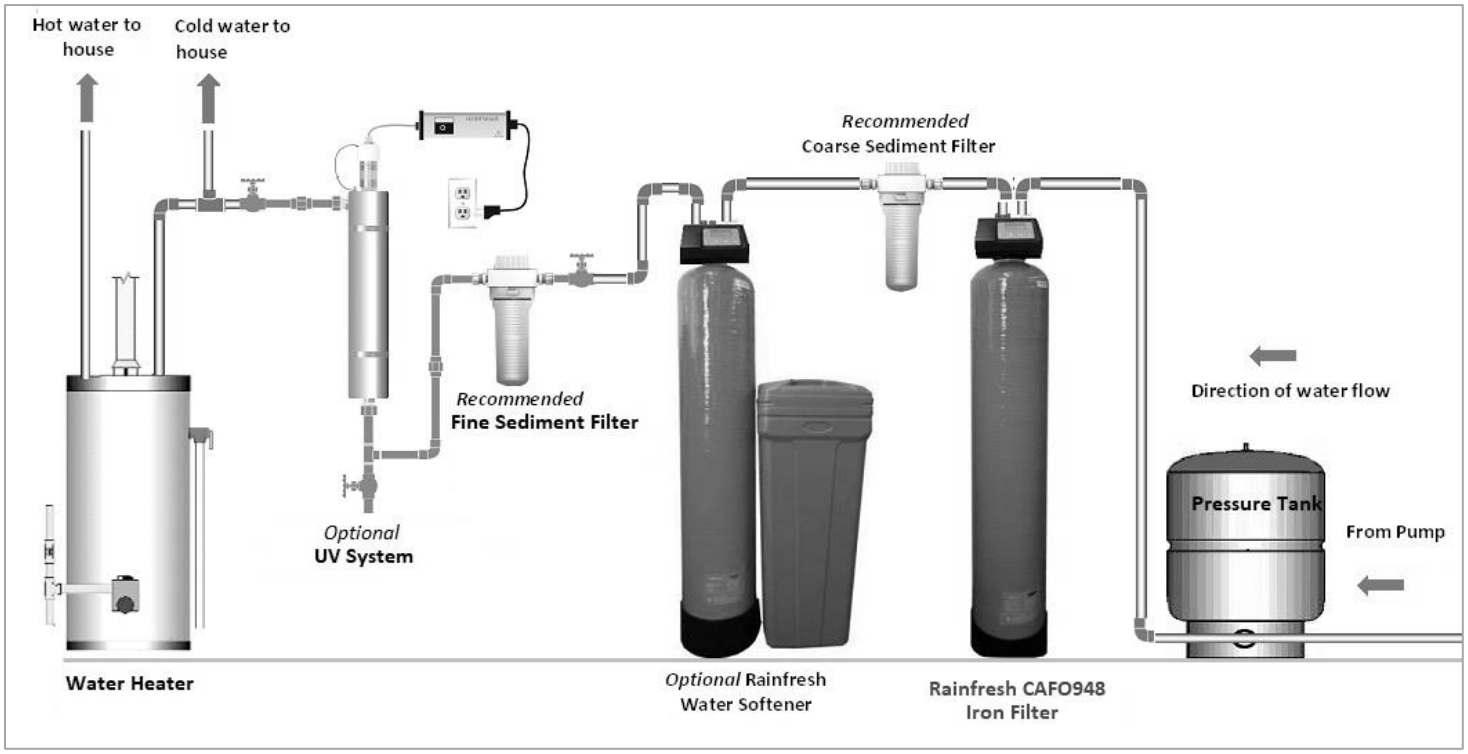

Figure 2: Piping Schematic
- You may choose not to treat the water spigots that go outside used for irrigation or sprinkler systems. You will have to plan the job so that you cut in to feed the CAFO filter AFTER these spigots. Installing the CAFO filter after the pressure tank is the proper location (**WARNING : DO NOT INSTALL CAFO FILTER BETWEEN WELL PUMP & PRESSURE TANK)**. If you intend to install a water softener to soften the water or a UV system to disinfect the water, these should be installed **after** the CAFO filter (see Fig 2).